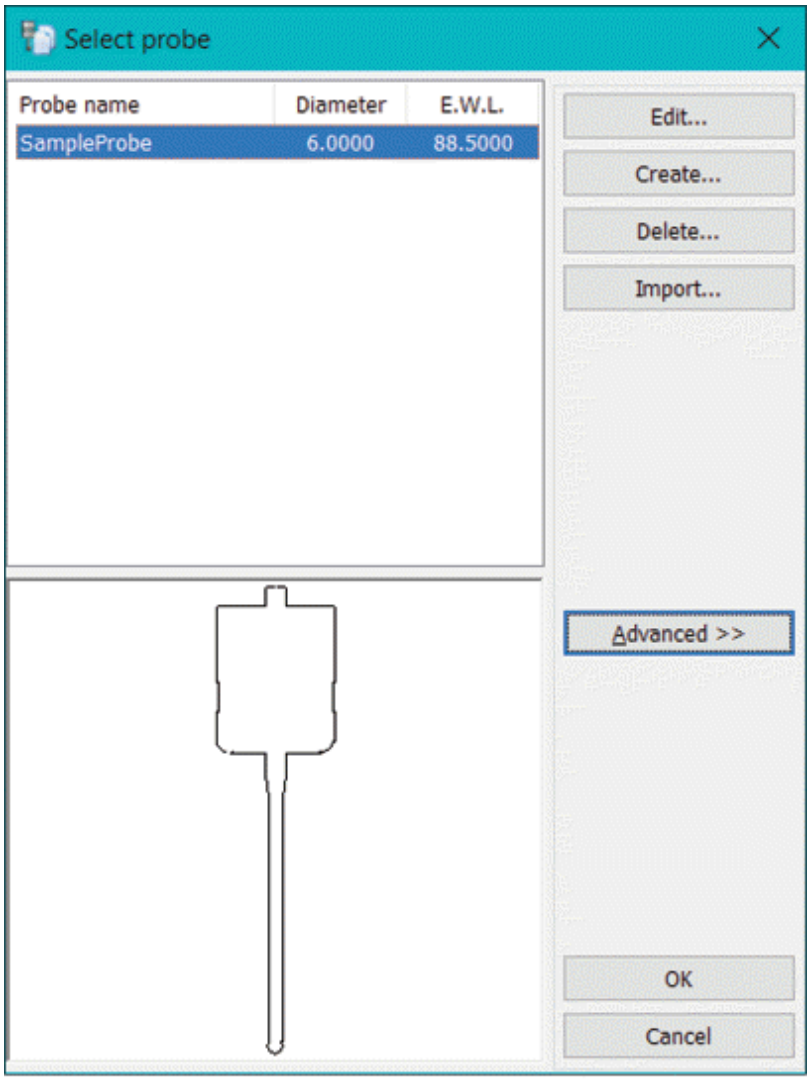

Figure-1. Select probe dialog box
- Click on the **Probe** tool from the **Utilities** panel in the **Toolpaths** tab of the **Ribbon**. The **Select probe** dialog box will be displayed; refer to Figure-1.